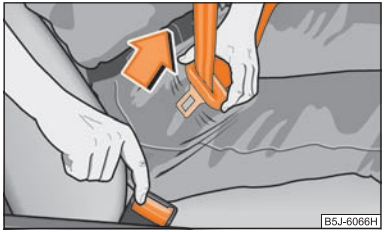

Fig. 109 Releasing lock tongue from belt lock
– Press the red button in the belt lock ⇒ fig. 109. The spring force causes the tongue of the lock to jump out.